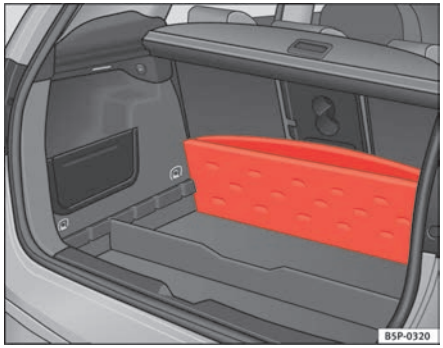

Fig. 106 Variable floor boot stowage compartment
– Lift the luggage compartment floor and fold it back all the way ⇒ fig. 106.